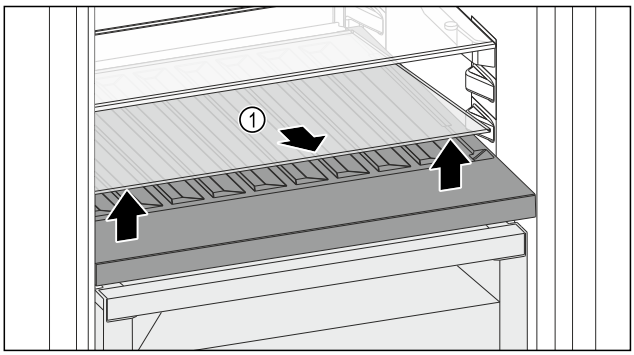

Fig. 137
▶ Ridicați în față și extrageți placa de sticlă *Fig. 137 (1)* din degajare.
▶ Păstrați placa de sticlă *Fig. 137 (1)* în siguranță în afara aparatului.